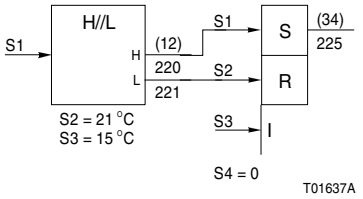

Figure 34-1 Regulatory Control
This function code creates deadbands and retains signals. Figure 34-1 shows how to control a fan in the following manner:
4. Use a function code 12 (high/low compare) block to activate the <S1> (S) input when the air temperature reaches or exceeds 21°C. Use the same function code 12 block to activate the <S2> (R) input when air temperature is 15°C or lower. Figure 34-1 illustrates this configuration.